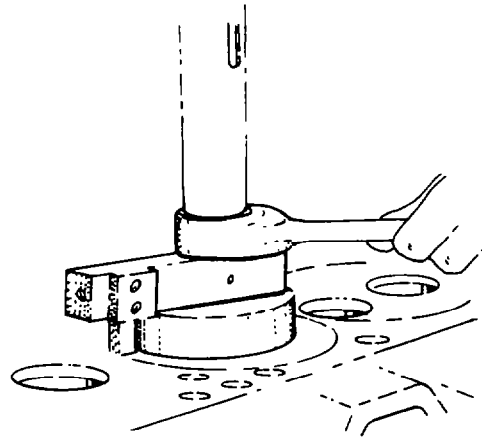

Fig. 25 — Cutting Fire Ring Groove
c. Position a suitable ratchet spanner over the drive pin of the tool and lower the press onto the spanner to give a slight pressure when cutting the fire ring groove (see fig. 25).